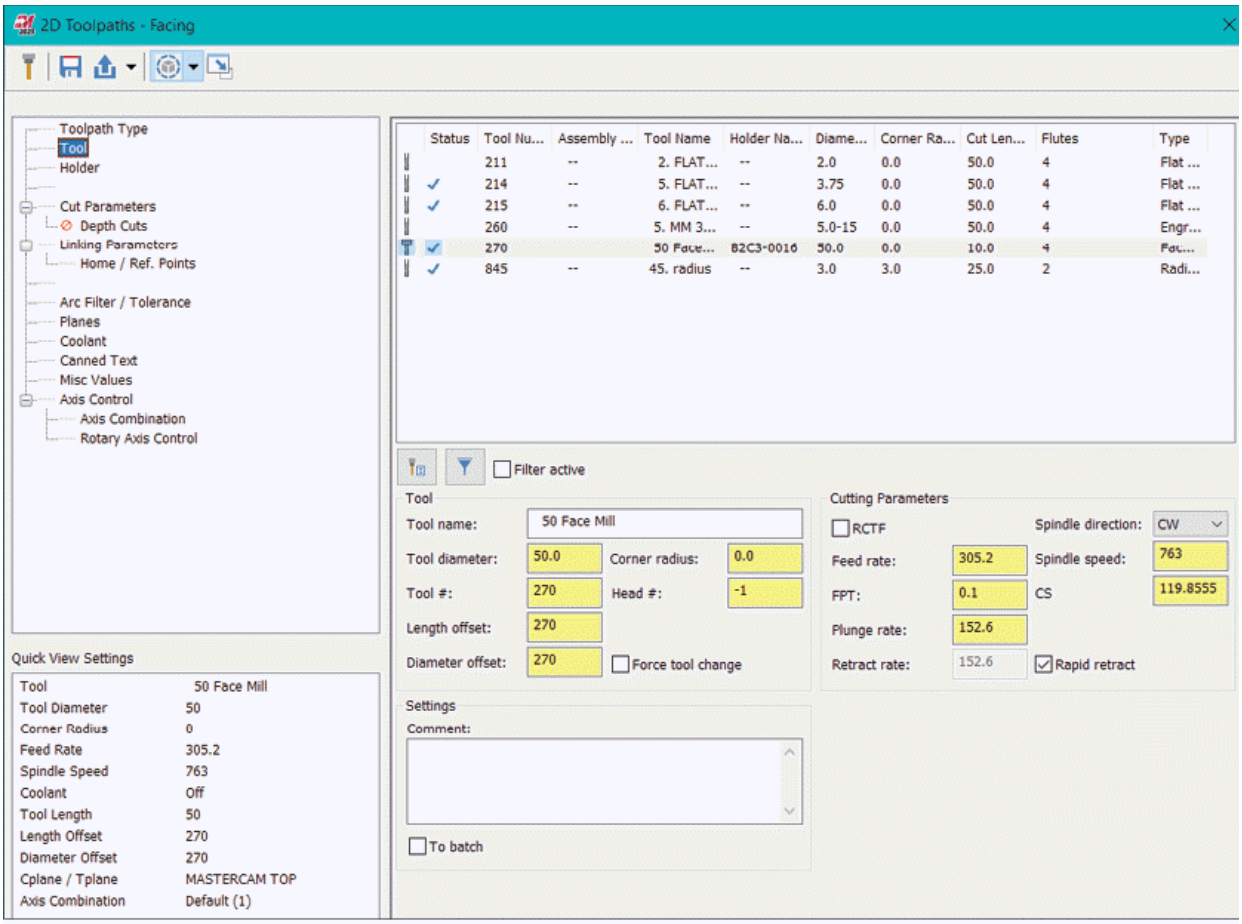

Figure-10. Tool page for Facing Toolpaths
- Click on the **Tool** option from the left list box in the dialog box. The options related to tool will be displayed; refer to Figure-10.